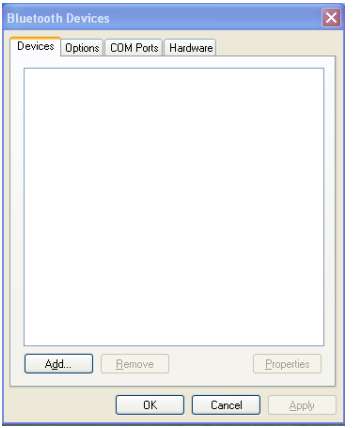

Figura 7
3) Facendo doppio clic sull'icona verrà visualizzata una finestra di dialogo come mostrato in **Figura 7**.